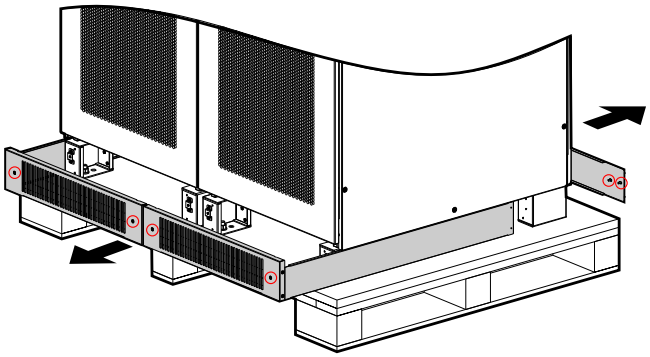

Рис. 3.5 Демонтаж нижних панелей
Step 5 Если ИБП в порядке, отвинтите крепежные винты в передней и задней части крышек в нижней части шкафа. (Рис. 3.5) с помощью отвертки, демонтируйте переднюю и заднюю панели.